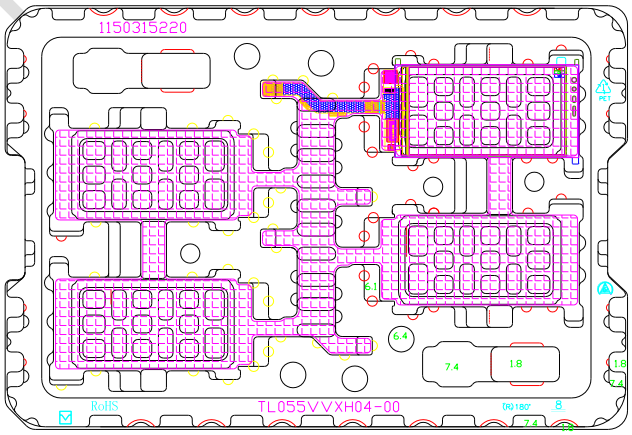

图 2
Active area is divided into 9 measuring areas (Refer Fig. 2). Every measuring point is placed at the center of each measuring area.
2. 放满一盘后盖上一张 EPE，（如图 2）；